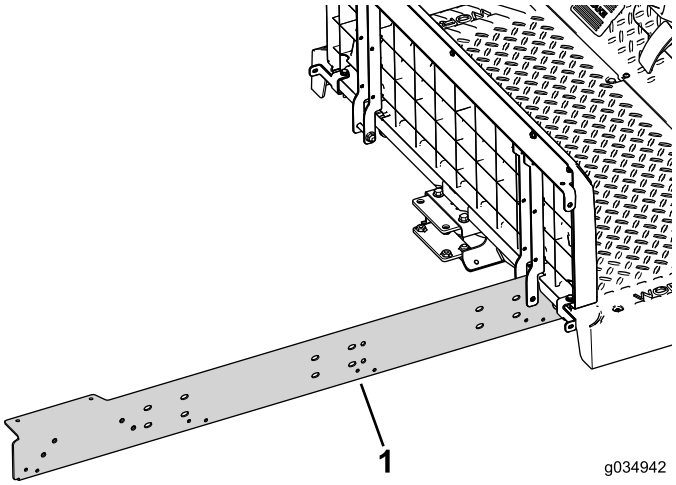

Figure 22
2. Loosely install the extension rail to the right side of the machine (Figure 22).